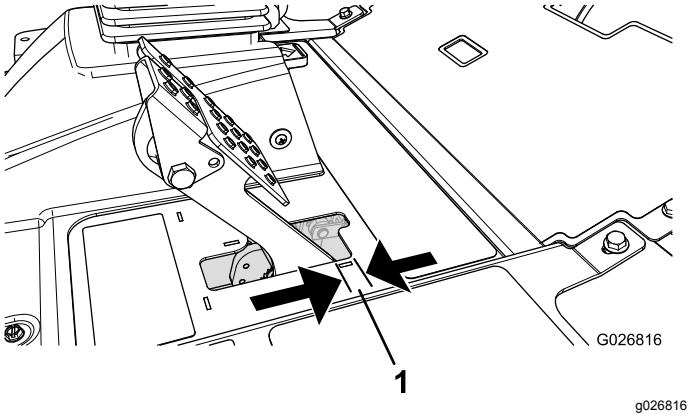

**Figur 96**
Juster bremserne, hvis bremsepedalen har mere end 2,5 cm fri vandring, eller hvis mere fastholdelseskraft er påkrævet (Figur 96). Fri vandring angiver den afstand, som bremsepedalen kan flyttes, før du mærker bremsemodstand.
2. Tilspænd den bageste møtrik for at flytte kablet bagud, indtil bremsepedalerne har 0,63 til 1,27 cm fri vandring, før hjulene låses (Figur 96).